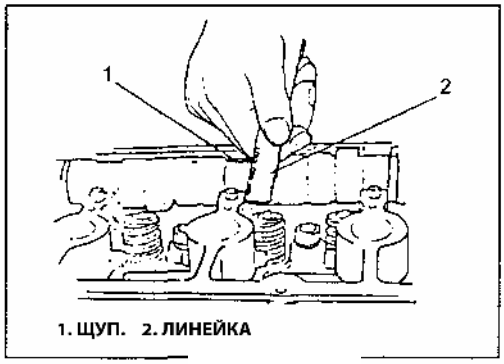

Рис. 76
6) Снимите крышку распредвала и измерьте толщину щупа в самом широком месте при помощи линейки (Рис. 76).